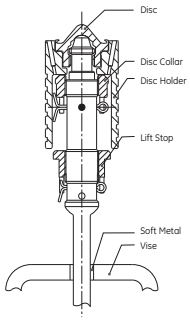

Figure 13: Spindle Vise
11. To remove the disc and disc holder from the spindle, first insert the spindle into a vise (see Figure 13) being careful not to damage the threaded end of the spindle. Then, lift up on the disc holder and turn the disc/disc holder counterclockwise to engage the "drop-thru" threads. Once the threads are engaged, release the disc holder and continue to unthread and remove the disc. After the disc is removed, lift the disc holder from the spindle.